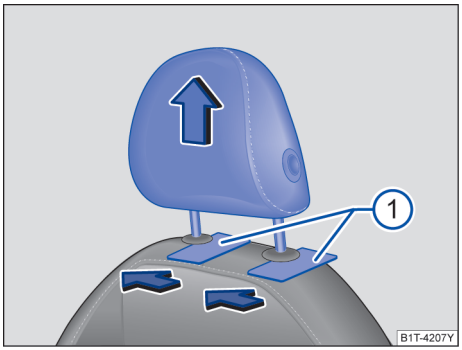

图 90 拆卸和安装前排头枕
– 松开头枕时，一人用一扁平器具（例如，塑料卡片）插入靠背套与头枕导杆护套之间→ 图 90①，同时另一人将头枕完全拔出。